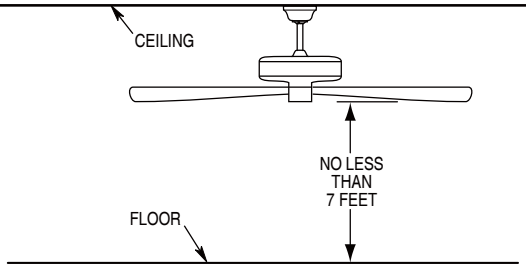

**Figure 10**
**The fan must be hung with at least 7' of clearance from floor to blades. (Figure 10)**